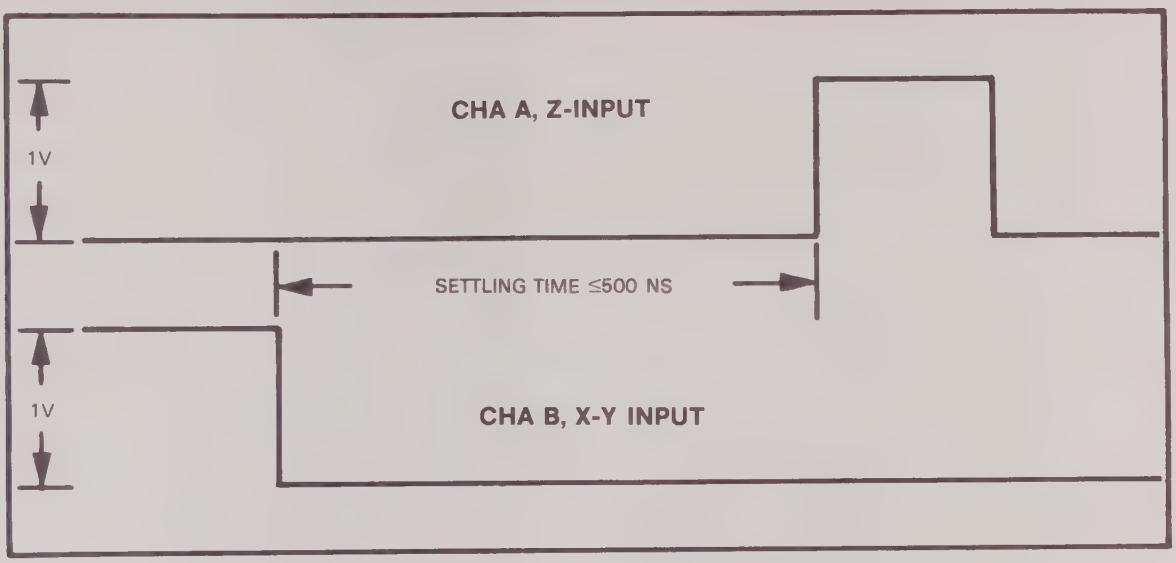

Figure 4-8. Settling Time Measurement with 1 V Input
g. Check monitor oscilloscope for the following display (figure 4-8).